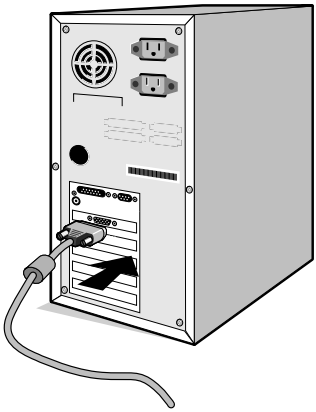

Rysunek A.1
3. **Dla komputerów PC:** Podłącz 15-pinowy przewód sygnałowy mini D-SUB do gniazda w karcie graficznej (**Rysunek A.1**). Dokręć wszystkie śruby.